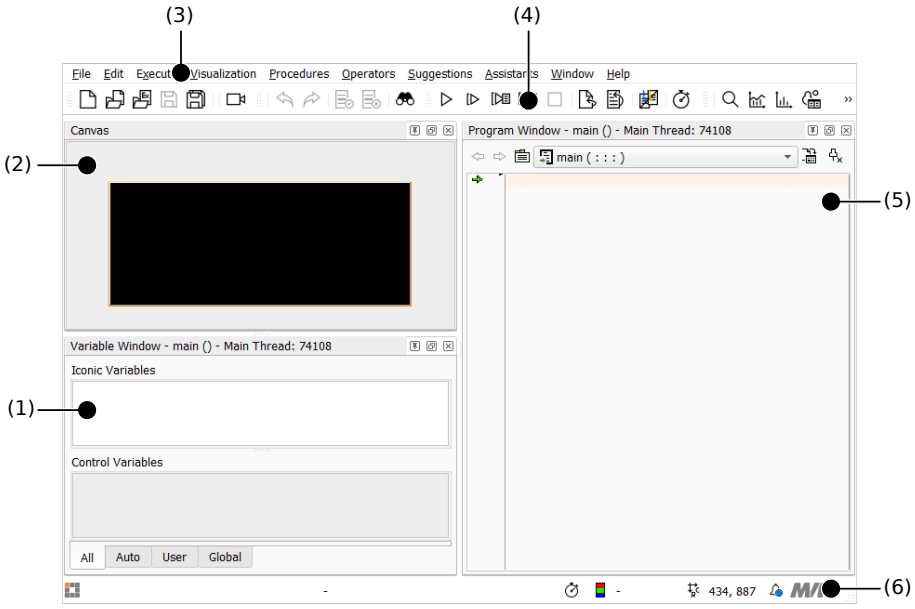

Figure 2.2: User interface: (1) variable window, (2) canvas window, (3) menu, (4) tool bar, (5) program window, (6) status bar.
When HDevelop is started for the first time it looks similar to figure 2.2. The main window offers a menu (3) and a tool bar (4) for quick access to frequently used functions. The status bar (6) at the bottom of the window displays messages and image properties. In addition, the following windows are available by default:
(1) Variable window